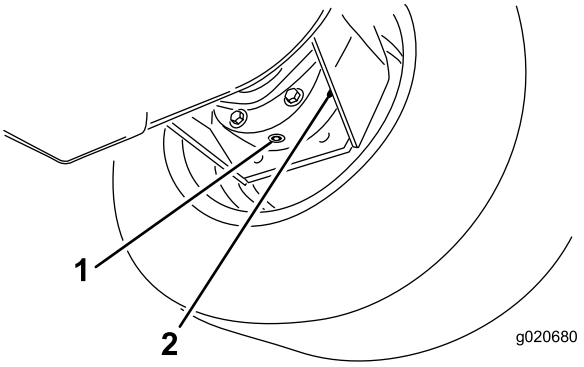

Рисунок 62
3. Подставьте поддон под корпус тормоза, снимите пробку и дайте маслу стечь (Рисунок 62).